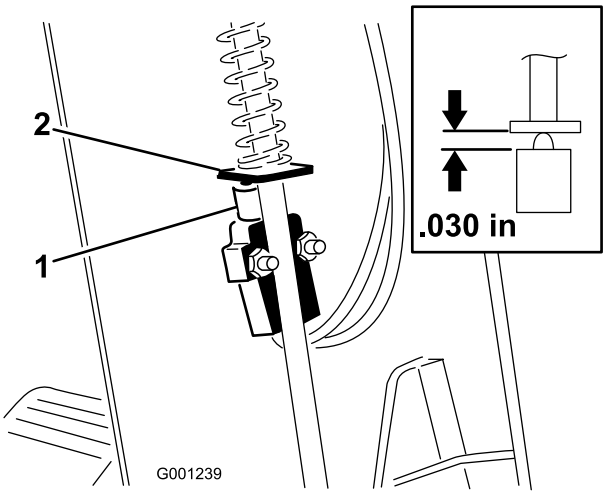

**Figur 76**
3. Skjut upp kåpan längs med styraxeln för att exponera parkeringsbromsbrytaren (Figur 76).
5. Rikta in parkeringsbromsspakens paddel med brytarkolven (Figur 76).
6. Tryck ner parkeringsbromsstången och tryck upp brytaren tills brytarkolvens sammanpressade längd är 0,7 mm (Figur 76, infogad bild).